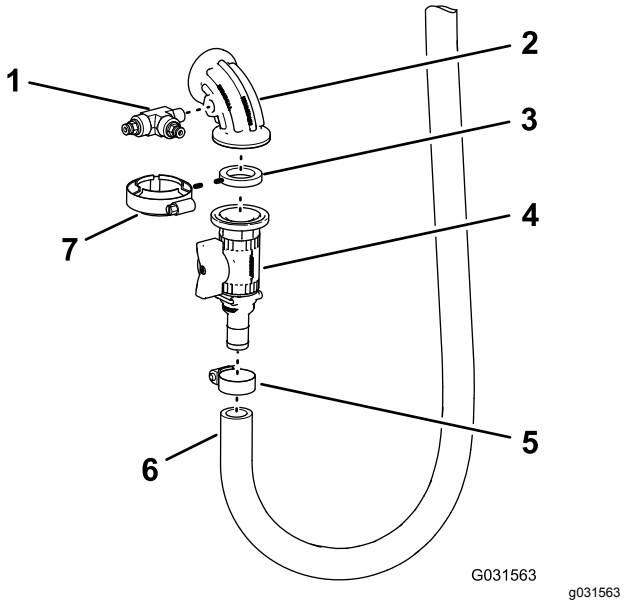

Figur 184
3. Sæt PTFE-gevindforseglingstape på gevindene på T-fittingen (Figur 184), du fjernede i trin 3 i Frakobling af slanger og rør (side 13).
4. Monter T-fittingen i 90° -knærøret med sideport, som vist i Figur 184, og stram fittingen med håndkraft.
5. Monter 90°-knærøret med sideport, pakningen og spærreventilen løst med flangeklemmen (Figur 184).
6. Monter spærreventilens fitting med modhager i indtagsslangen og slangeklemmen (Figur 184), du fjernede i trin 4 i Frakobling af slanger og rør (side 13).